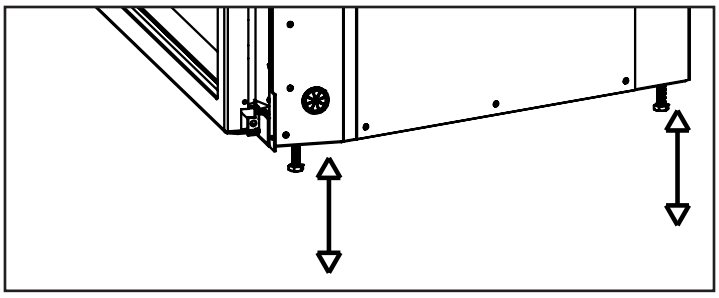

Figure 30: Levelling Legs Position.
8. Adjust the levelling legs to ensure the unit is level and high enough if a base shelf and/or riser is to be installed. There are four levelling legs on the bottom of the unit (shown in Figure 30).